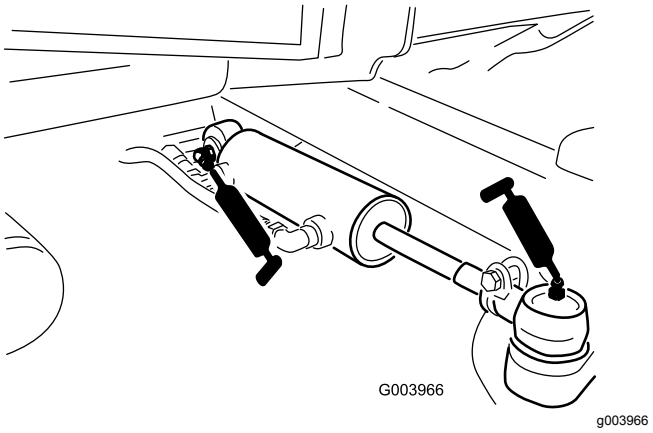

Figur 69
- Styretøjscylinderens kugleled (2) (Figur 69)